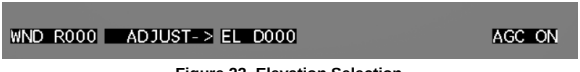

Figure 23. Elevation Selection.
b. Elevation Adjustment – Select ELEVATION and the Elevation Adjustment screen (Figure 23) will appear. User may press or hold LEFT or RIGHT buttons to adjust Elevation. Press and Release of the PWR/MENU button will save changes and take the user back to the Reticle Sub-Menu screen (Figure 21).